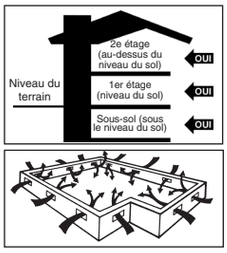

Figure 1
- Les vides sanitaires doivent se trouver à un minimum de 46 cm (18 po) entre le sol et le dessous des solives. Il est indispensable d'utiliser un pare-vapeur consistant en un tapis de sol en une pellicule de polyéthylène noire de 6 à 20 mils dont les joints se chevauchent sur 15 cm (6 po) et sont fixés au moyen de ruban adhésif résistant à l'humidité. Le pourtour du vide sanitaire doit être pourvu d'un périmètre de ventilation équivalent à 1,5 % de la surface au minimum. Ces évents doivent être correctement placés de façonà assurer une ventilation transversale (Figure 1).